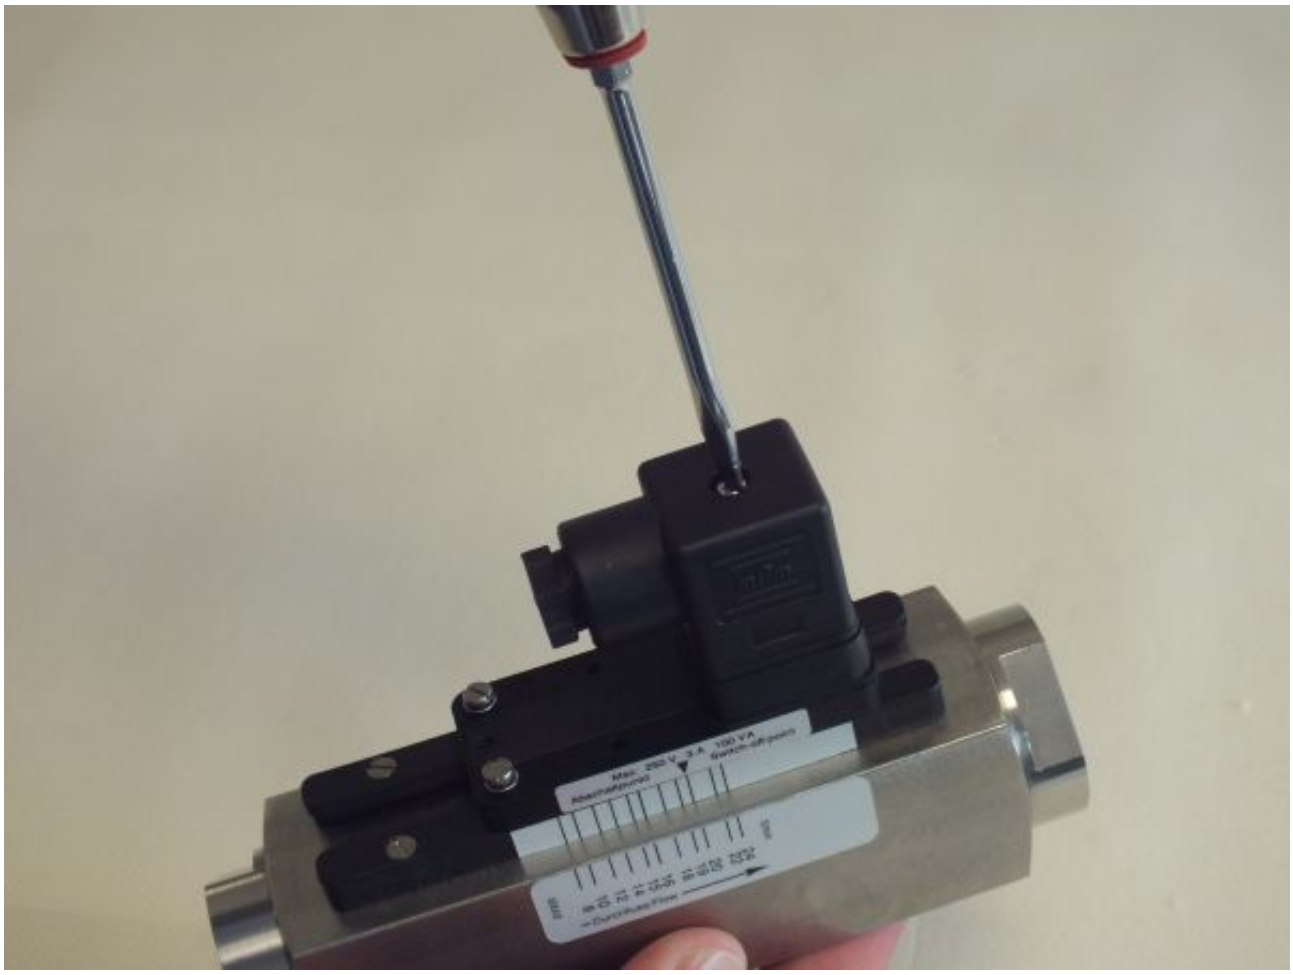

Abb. 57: Steckerdose lösen
1. Mit einem Schlitzschraubendreher die Befestigungsschraube (*Abb. 57*) der Steckerdose lösen